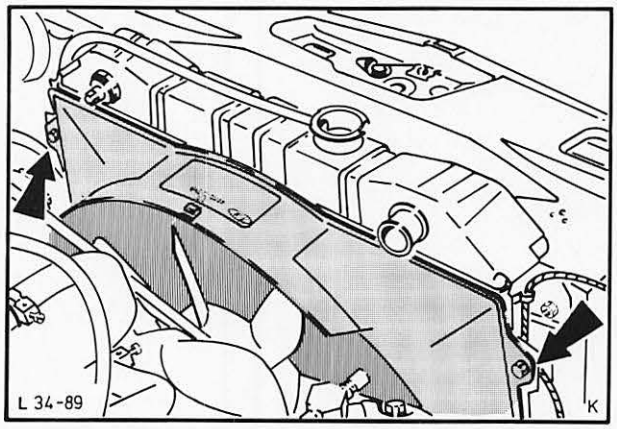

Abb. 60 Luftführung vom Kühler abbauen
5. Luftführung vom Kühler abbauen (4 Schrauben), Abb. 60.